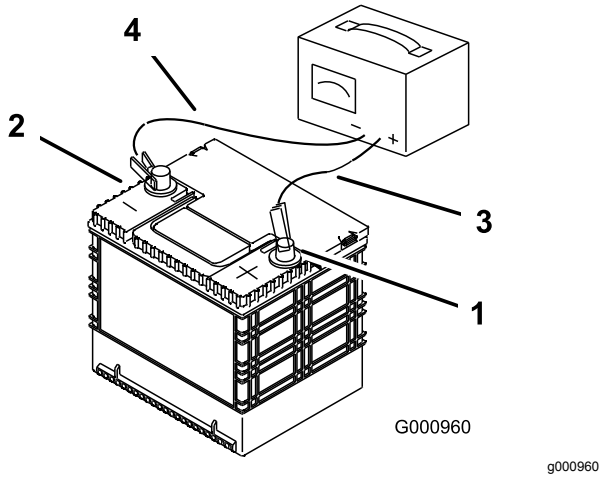

Figura 46
2. Quando a bateria estiver totalmente carregada, desligue o carregador da tomada elétrica e em seguida desligue os cabos do carregador dos bornes da bateria (Figura 46).